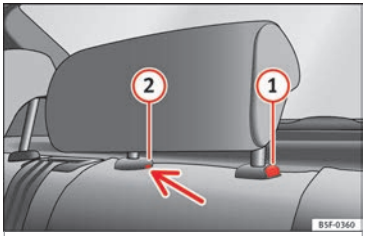

Fig. 153 Rear centre head restraint: release point.
– To set the head restraint lower down, press the (1) ››› **Fig. 153** button and move it downwards.